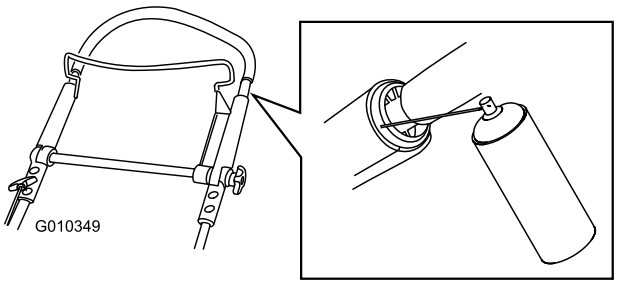

Figuur 41
1. Spuit het plastic uiteinde van de binnenste handgreep in (Figuur 41).